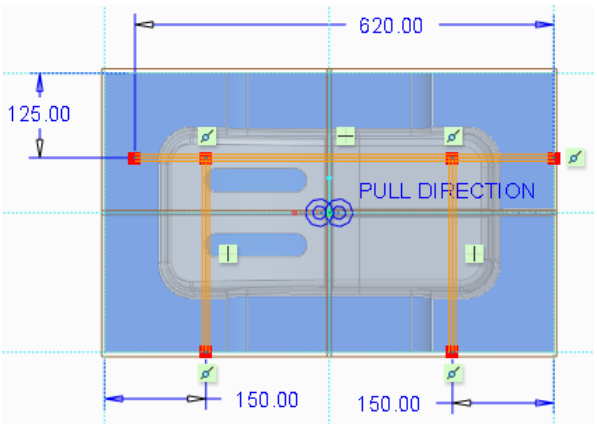

Figure 16-39 *Sketch for circuit of the water lines*
4. Draw and dimension a line sketch, as shown in Figure 16-39 and choose the **OK** button from the **Sketch** dashboard; the **Intersected Components** dialog box is displayed.